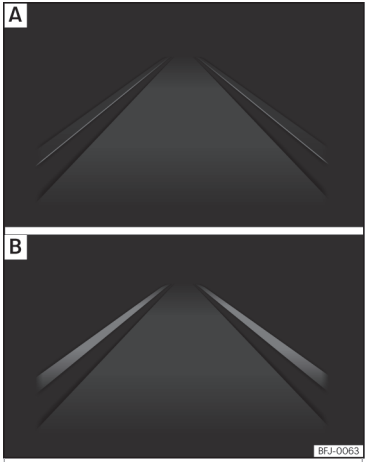

Fig. 271 En la pantalla del cuadro de instrumentos: indicación en la pantalla del sistema de aviso de salida del carril (ejemplo 1).
– **fig. 271** A: El sistema está activado, pero no disponible, bien por no haber alcanzado la velocidad mínima o bien porque no reconoce las líneas de carril.
– **fig. 271** B: El sistema está activado y disponible, tiene las dos líneas del carril reconocidas. En este momento no está corrigiendo la trayectoria.